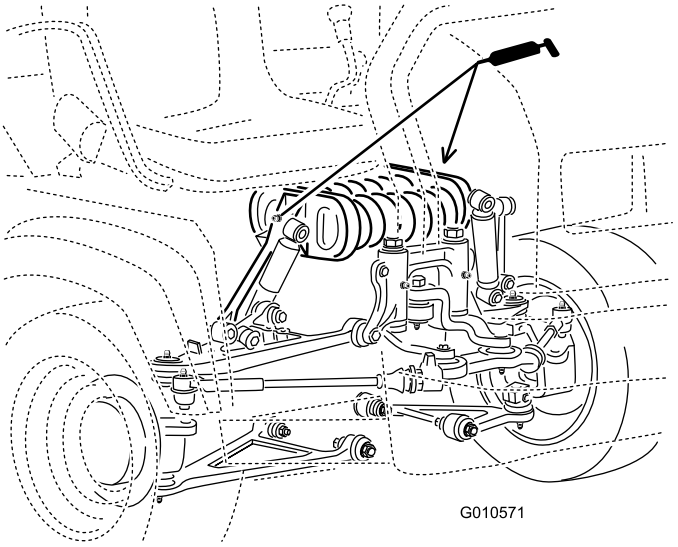

Figur 40
- Fjederstamme (2) som vist i Figur 40